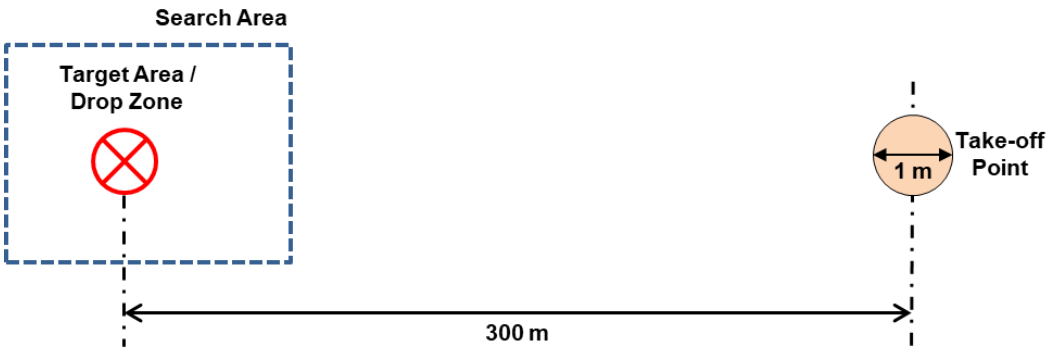

Figure 2 Flight Course
- In this mission, the UAV must be flown with a payload of 200 grams from the take-off point to the target point manually by means of tele-operation i.e., using a Radio Controller and dropping the payload at the specified target point. The flight course is shown in Figure 2
- The coordinates for the search area for the target as shown in Figure 2 will be provided at the time of the flying competition.
- The coordinates for the search area for the target as shown in Figure 2. will be provided at the time of the competition. Using this, the teams may pre-program the mission (flight path) in the ground station software and carryout the mission (Note: the target may not be necessarily in the centre of the given search area, it can be anywhere within it). UAV has to identify the target and drop the payload.